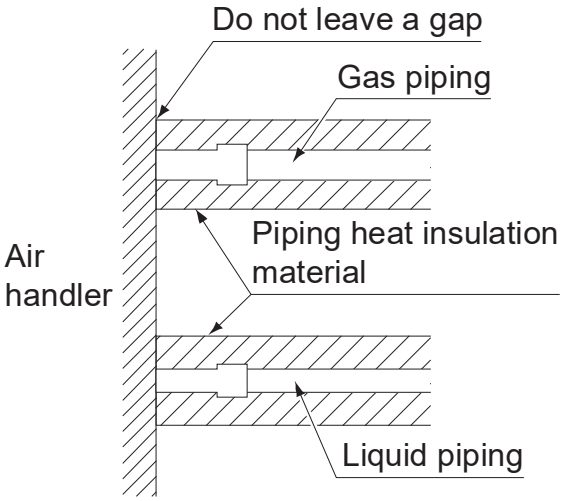

**Figure 15**
5. After checking for gas leaks, be sure to insulate the piping connections referring to Figure 15.